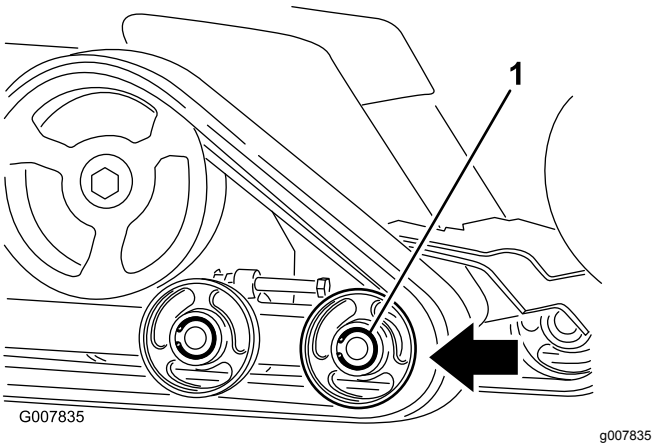

Figur 44
6. Tryck det främre väghjulet bakåt så långt som möjligt (Figur 44).
8. När larvbandet inte längre sitter på väghjulet kan du ta av det från maskinen (Figur 44).
9. Börja vid drivhjulet och dra det nya larvbandet runt det. Kontrollera att spåren på larvbandet passar in mellan distansbrickorna på hjulet (Figur 44).
10. Tryck in larvbandet under och mellan de bakre och mellersta väghjulen (Figur 44).